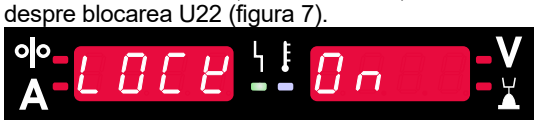

Figura 7
- După aceea, pe afișaje vor fi afișate informațiile despre blocarea U22 (figura 7).